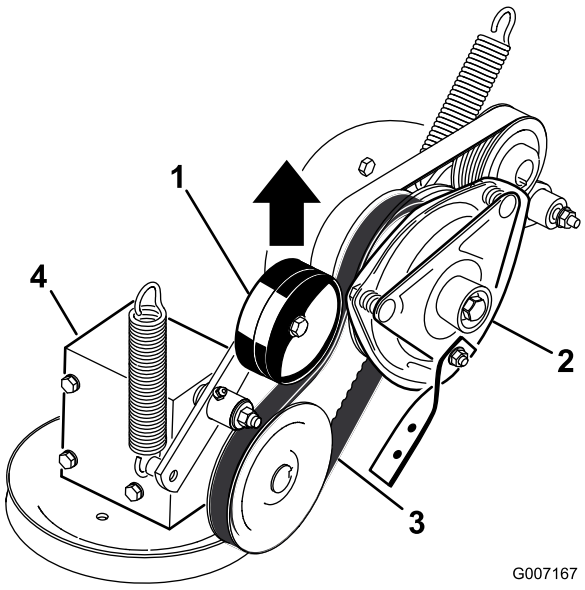

Figur 52
5. Dra upp kraftuttagsdrivremmens fjäderbelastade remskiva och lossa remmen från kopplingsskivan (Figur 52).
17. Dra upp kraftuttagsdrivremmens fjäderbelastade remskiva och montera den på kopplingsskivan (Figur 52).